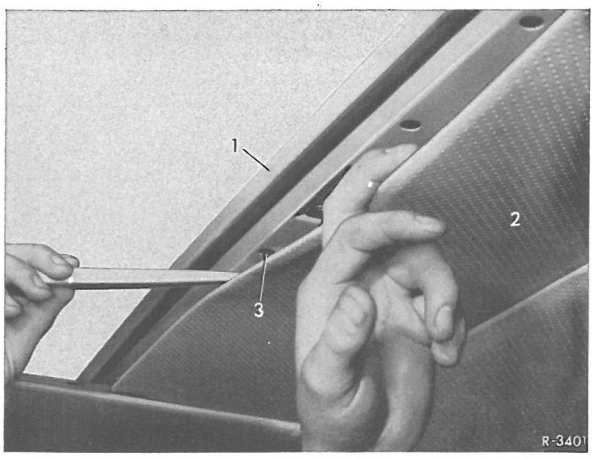

Fig. 78-1/1
2 Skydetaget åbnes nu helt, og glideskinnerne i begge sider afmonteres (fig. 78-1/4).
3 Skydetaget lukkes og sikringsskrue (16) skrues ud i begge sider (fig. 78-1/2).
4 Med skydetaget $\frac{1}{4}$ åbnet udtages forbindelsesbøjlen (7) (fig. 78-1/3).